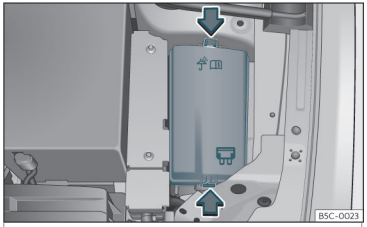

Fig. 48 In the engine compartment: fuse box cover.
- Press the locking tabs to release the fuse box cover >>> Fig. 48.